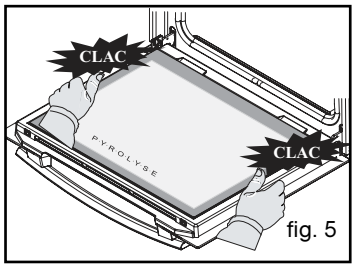

fig. 5
- Kläm fast den sista rutan med texten “P.Y.R.O.L.Y.S.E” emot dig (fig. 5).